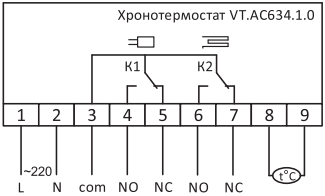

Рис. 5
8.2.5. Электрические подключения осуществляются с тыльной стороны устройства к клеммной колодке в соответствии с электрической схемой, приведённой ниже. Клеммы 6 и 7 служат для подключения к сервоприводам системы встроенного обогрева (значок теплого пола на корпусе). Клеммы 4 и 5 предназначены для подключения к сервоприводам радиаторного отопления (значок радиатора на корпусе). *Рис. 5*.